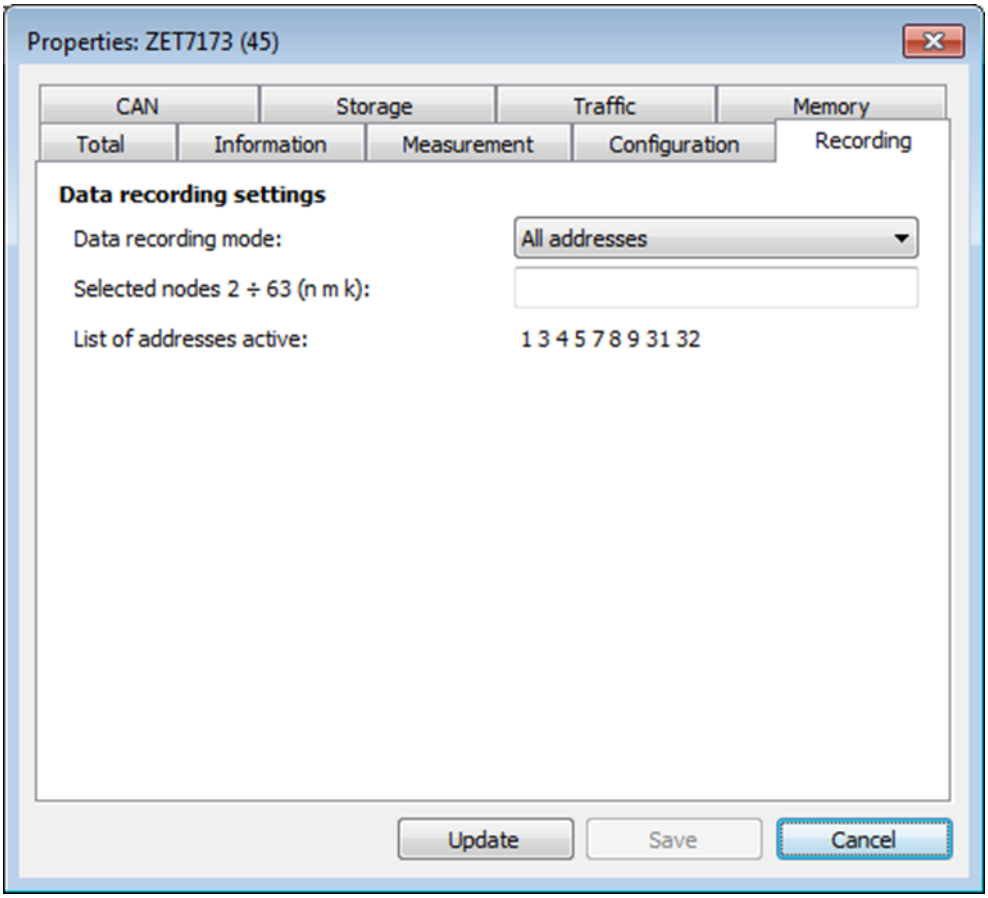

Figura 2.12 ZET 7173: “Recording”
- Seleccione la propiedad “All addresses” en el campo field “Data recording mode” de la pestaña “Recording” (*Figura 2.12*).